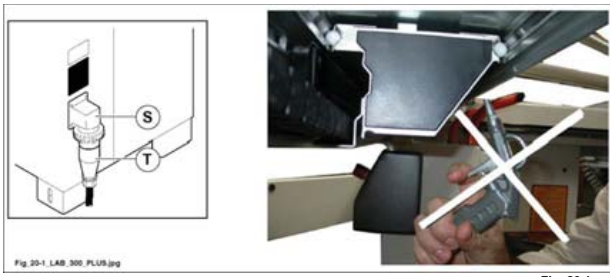

Fig. 20.1
prima di effettuare qualsiasi operazione togliere l'alimentazione elettrica e scollegare il cavo di alimentazione (presa T fig. 20.1) dalla spina (S fig. 20.1).
NON UTILIZZARE ARIA COMPRESSA; soffiare con un forte getto d'aria (fig. 20.1) può spingere trucioli e sporco di qualsiasi altro genere negli organi di movimentazione compromettendo l'efficenza della macchina.
- le cuffie di aspirazione (C fig. 20.1), controllando che non vi siano occlusioni.